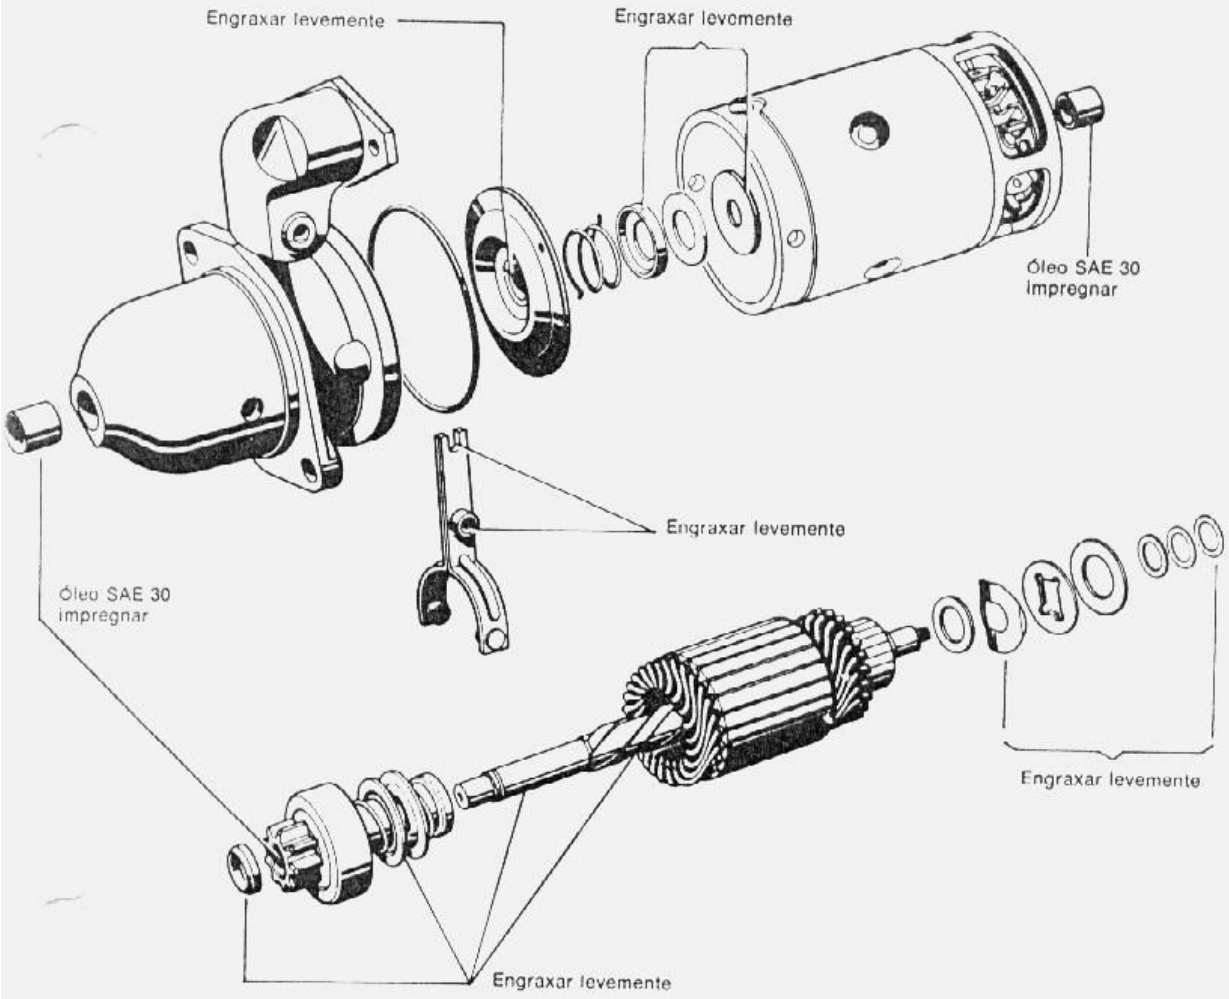

fig. 12 — lubrificação do motor de partida
2. Lubrificar os componentes do motor de partida e conjunto de acoplamento como indicado na fig. 12.